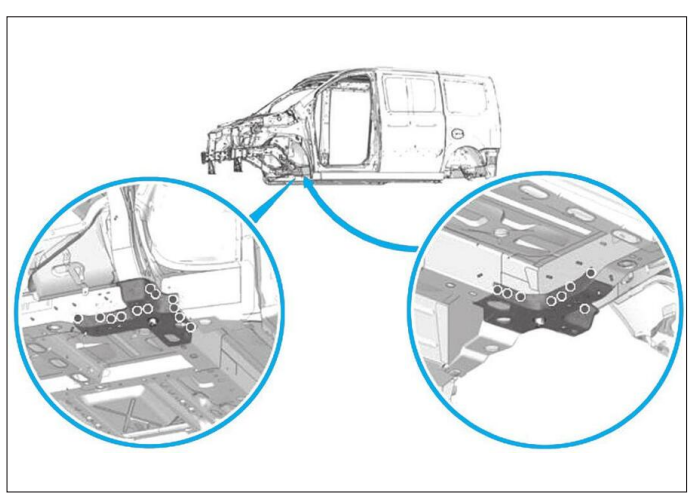

**FIG. 3**
• Souder par points bouchons **(Fig.3)**.